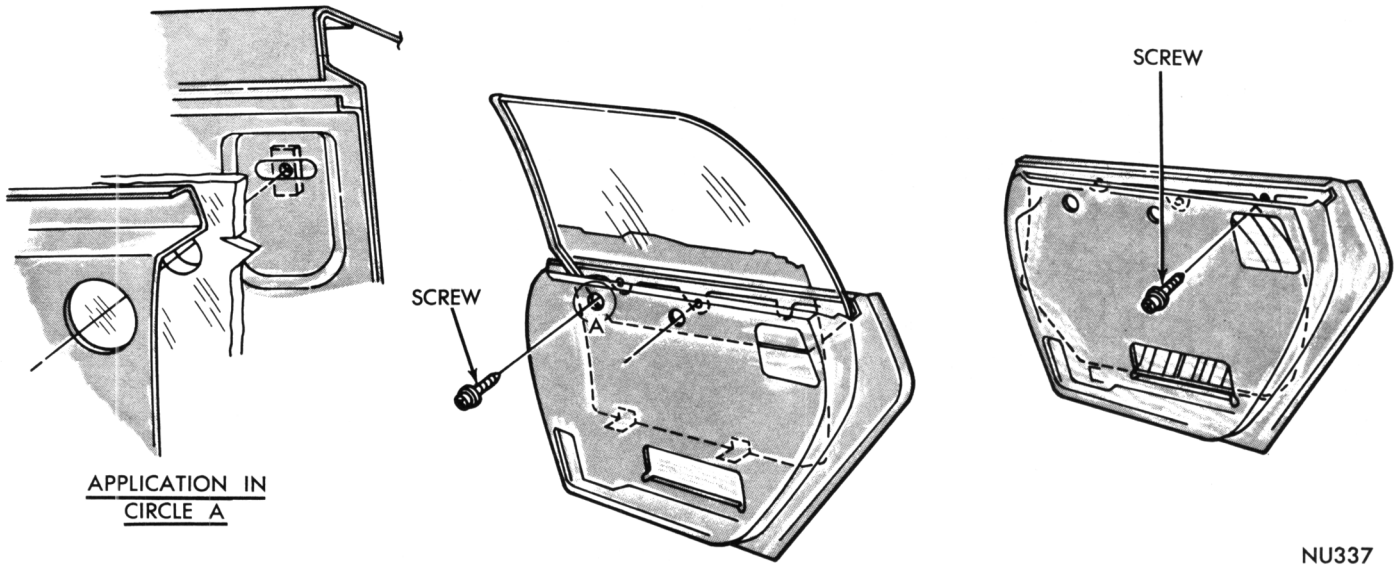
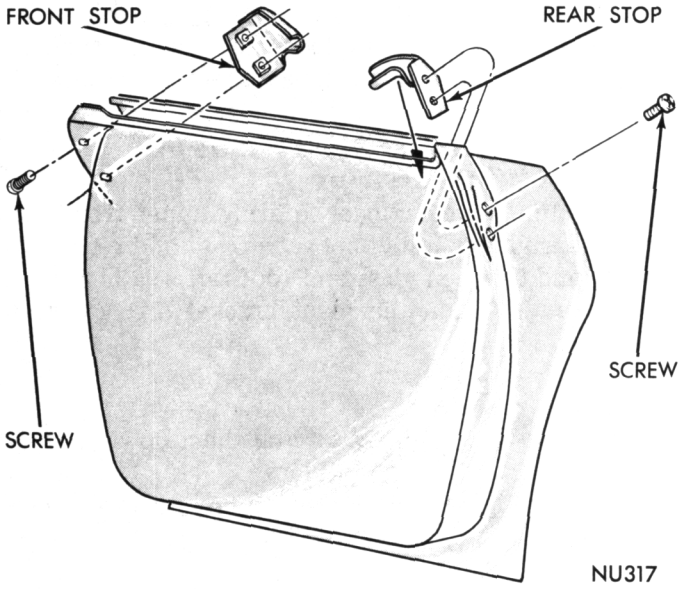

Fig. 52—Track Panel Upper Attachment
Fig. 53—Up-Stop Brackets
(1) Remove track panel to door panel upper screws (Fig. 52).
(2) Remove down-stop adjusting bracket to track panel screws.
(3) Remove up-stop adjusting brackets from door panel (Fig. 53).
The rear up-stop (Fig. 53) is attached to slotted areas in the door shut face between the inner and outer panels. The front up-stop (Fig. 53) is attached to slotted areas of the inside panel through the glass opening between inner and quarter panel at upper front corner.